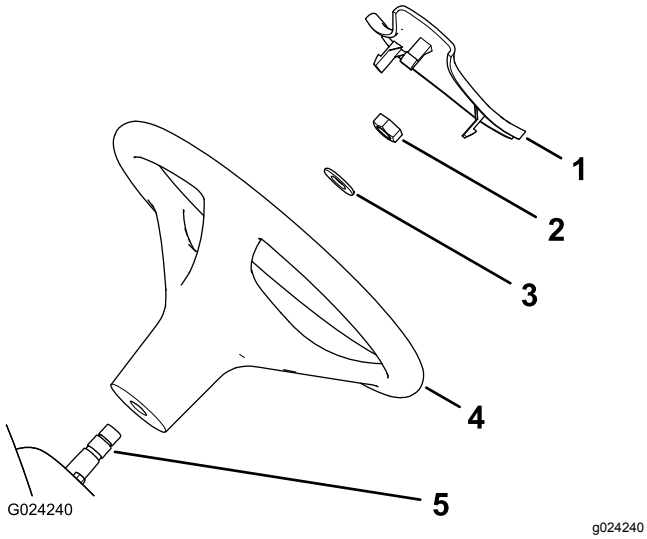

Figur 3
1. Fjern dækslet fra navet på rattet, hvis det er monteret (Figur 3).
2. Fjern møtrikken fra styretøjsakslen (Figur 3).
3. Skub rattet og spændeskiven på rataksien (Figur 3).
5. Monter dækslet på rattet (Figur 3).